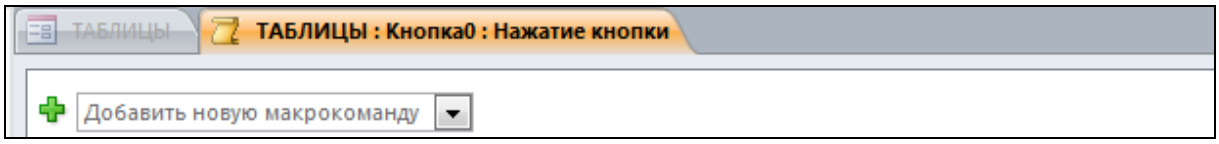

Рис. 7.7. Окно макрорекодера
1.6.4. На экране отобразится окно, предназначенное для записи макрокоманд (рис. 7.7).